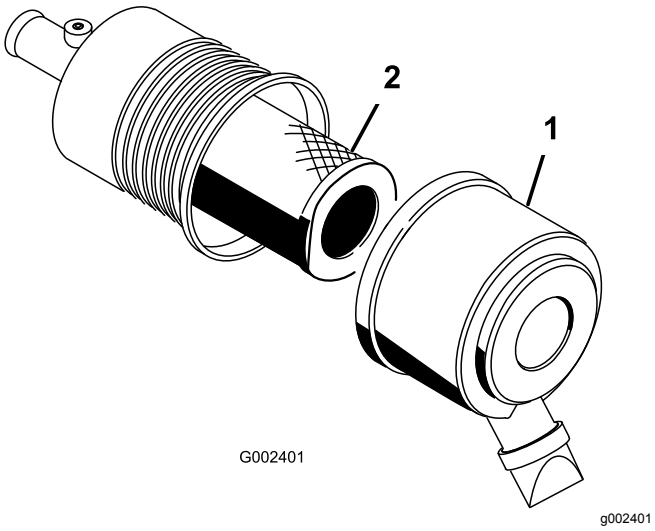

Figur 33
1. Åbn låsene på luftfilteret, og træk luftfilterdækslet af luftfilterhuset (Figur 33).
3. Skub forsigtigt filteret ud af luftfilterhuset (Figur 33).
5. Skub forsigtigt filteret over husets rør (Figur 33).
6. Monter luftfilterdækslet med siden opad, og fastgør låsene (Figur 33).